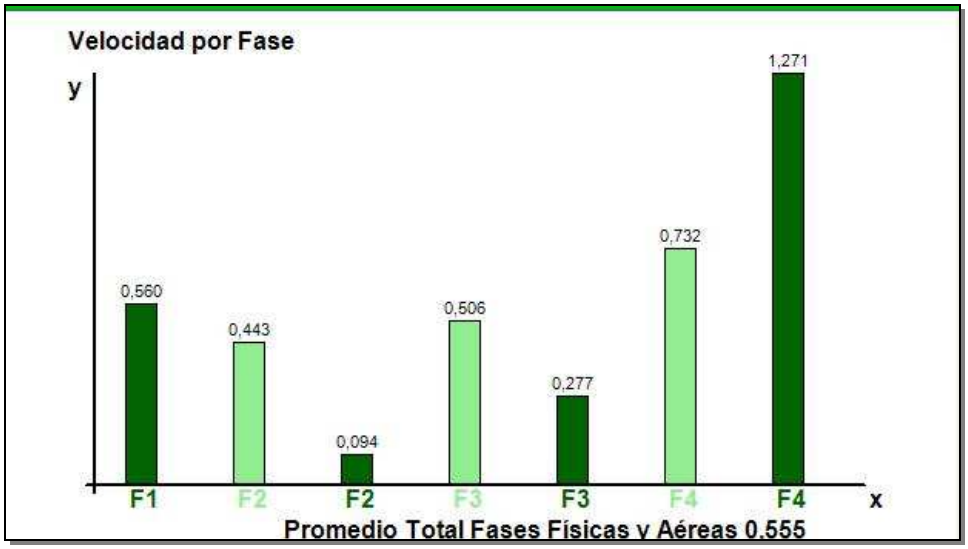

Figura 23: Gráfico de velocidad por fase físicas (barras verde oscuro) y aéreas (barras verde claro).
C. VELOCIDADES POR FASE: Muestra la Velocidad en cada Fase. Se pueden seleccionar sólo las Físicas (verde oscuro), sólo las Aéreas (verde claro) o ambas (Figura 23).